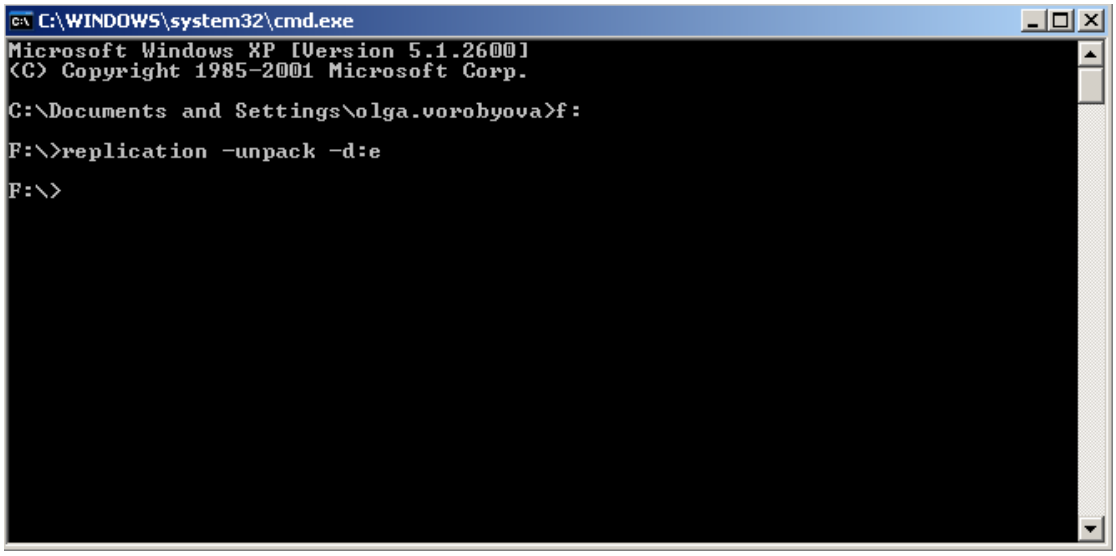

Figure 8.15-8 Running the archive restoring on Target
2. Run the request file from the command prompt with the **–unpack –d:disk_with_archive** parameters (Figure 8.15-8).